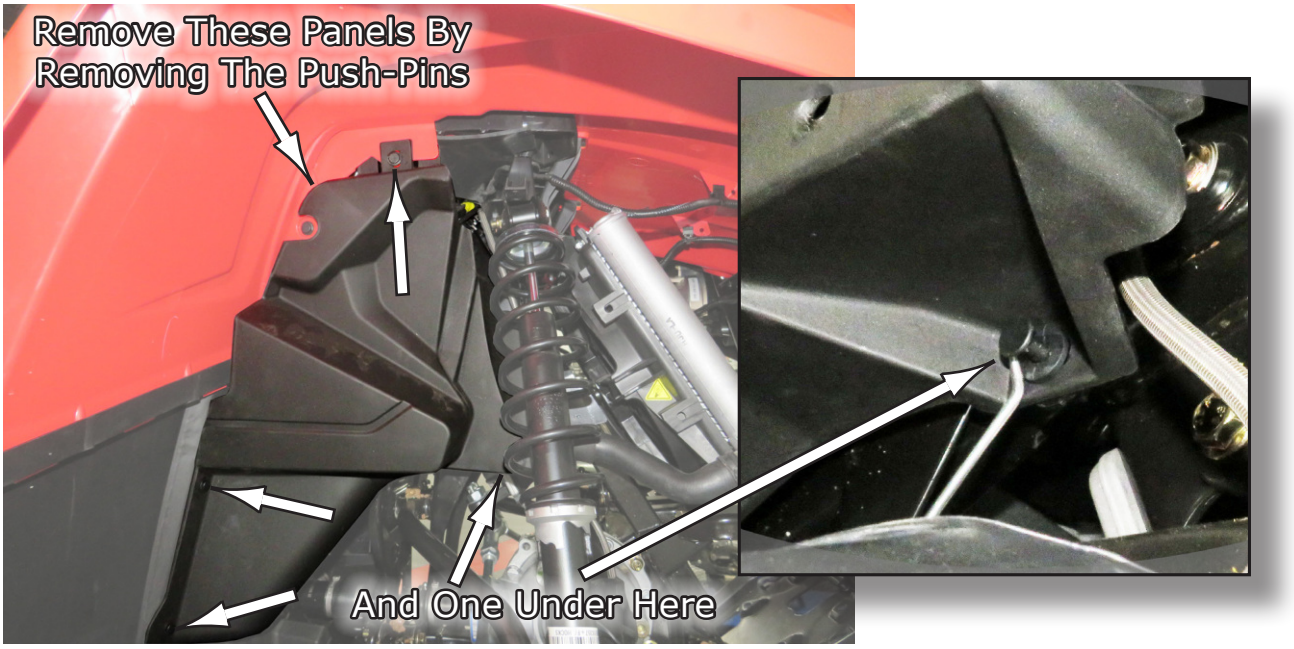

**Fig.10**
**11**. After the seat panel is removed, now remove the small front side panel by removing the Push-Pins. Repeat for opposite side. See **Fig.10**.
**12**. Next you will remove the long side panels from both sides by removing the Push-Pins. One is under the front wheel well kind of hidden. See **Fig.10**.